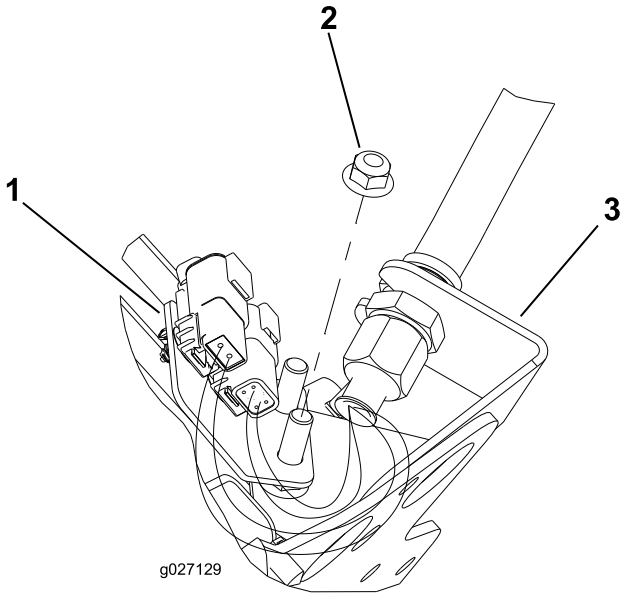
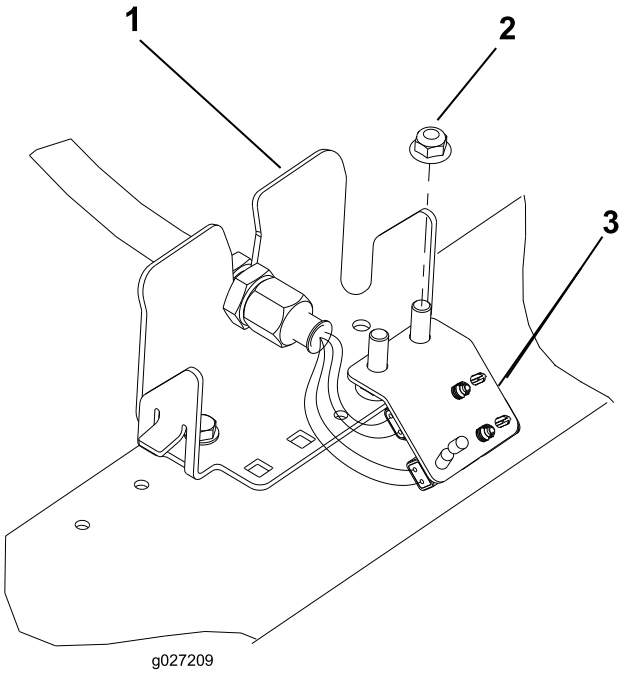

Figur 12
Figur 15
6. Gentag proceduren på de resterende 4 placeringer på skottet som vist i Figur 12 til Figur 15.